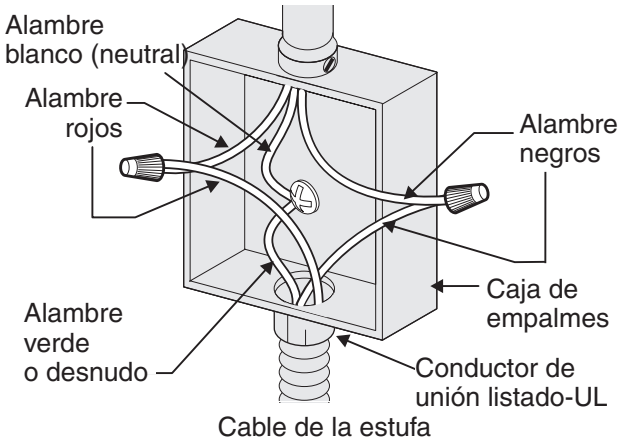

Figura 3 - CAJA DE EMPALMES DE 3 ALAMBRES PUESTA A TIERRA
Donde los códigos locales permitan conectar el conductor de puesta a tierra del eléctrodoméstico al neutral (blanco) (ver figura 3):
2. En el interruptor automático, caja de fusibles o caja de juntas: conectar el aparato y los cables residenciales como se muestra en la figura 3.